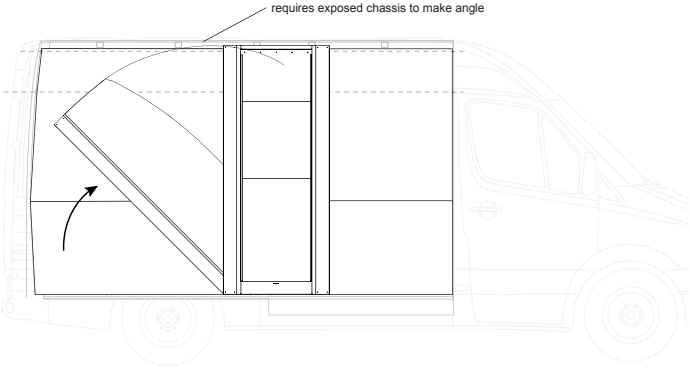

figure 4
2. Leave the chassis exposed on the ceiling. Now bring the shower unit in position by tilting it as shown in (fig 4).